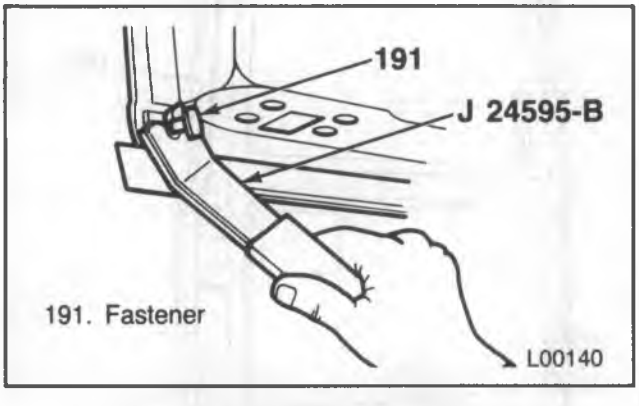

Figure 53—Weatherstrip Fastener
1. Weatherstrip to door fasteners using J 24595-B (figure 53).